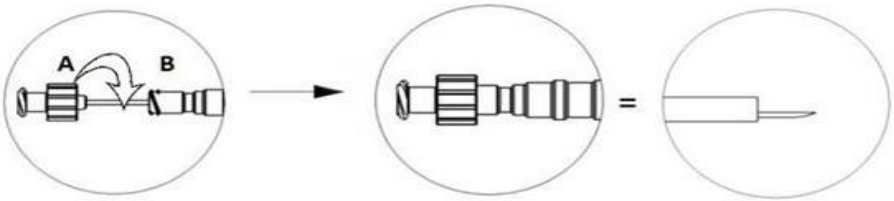
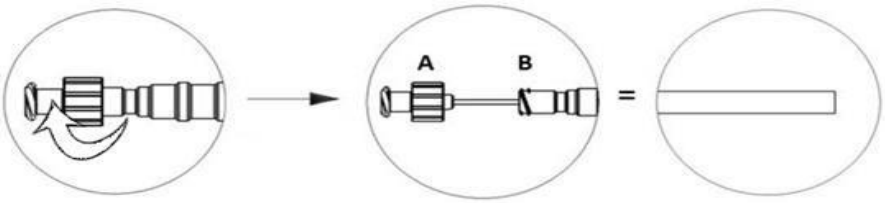

Figura 1:
Figura 2
- Para bloquear a agulha na posição saída, faça avançar ligeiramente o luer proximal (A) até encontrar o luer da pega (B) e, em seguida, rode lentamente o luer proximal no sentido dos ponteiros do relógio até os dois luers estarem completamente encaixados. (Figura 1)
- Ligue a seringa cheia com o meio de injecção pretendido à ligação luer proximal. (A) (Seringa não fornecida)
- Para desbloquear a agulha para a posição retraída, rode lentamente o luer proximal no sentido contrário ao dos ponteiros do relógio até os dois luers estarem completamente desencaixados. (Figura 2)
4. Quando o dispositivo estiver no local de injecção, faça avançar cuidadosamente o luer proximal (A) até chegar ao luer da pega (B). Para bloquear a agulha no lugar, rode lentamente o luer proximal no sentido dos ponteiros do relógio até os dois luers estarem completamente encaixados (Figura 1).
7. Quando a injecção estiver concluída e antes de utilizar a ansa, retraia a agulha totalmente no cateter rodando o luer proximal no sentido oposto ao dos ponteiros do relógio até os dois luers ficarem separados (Figura 2). A agulha é accionada por mola e quando os dois luers são separados, a agulha irá retornar automaticamente ao interior da bainha.